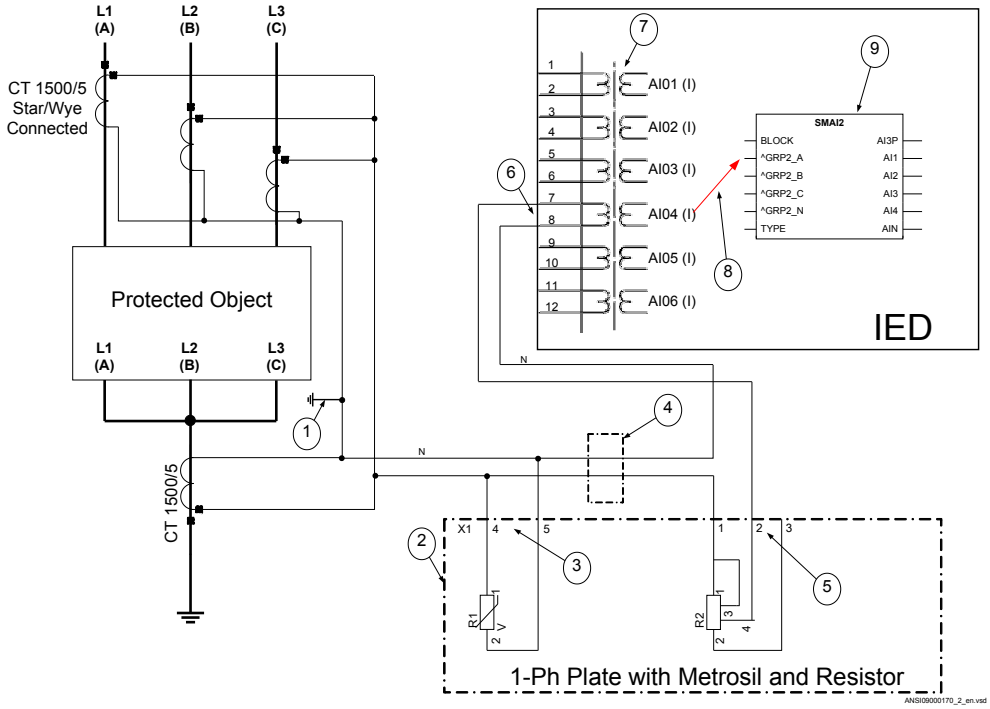

Figure 28: CT connections for restricted earth fault protection
Restricted earth fault protection REFPDIF (87N) is a typical application for 1Ph High impedance differential protection HZPDIF (87). Typical CT connections for high impedance based REFPDIF (87N) protection scheme are shown in figure 28.